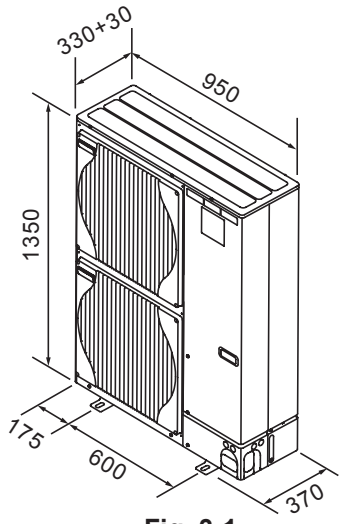

Fig. 3-1
3.3. Контурные габариты (Наружный прибор) (Fig.3-1)